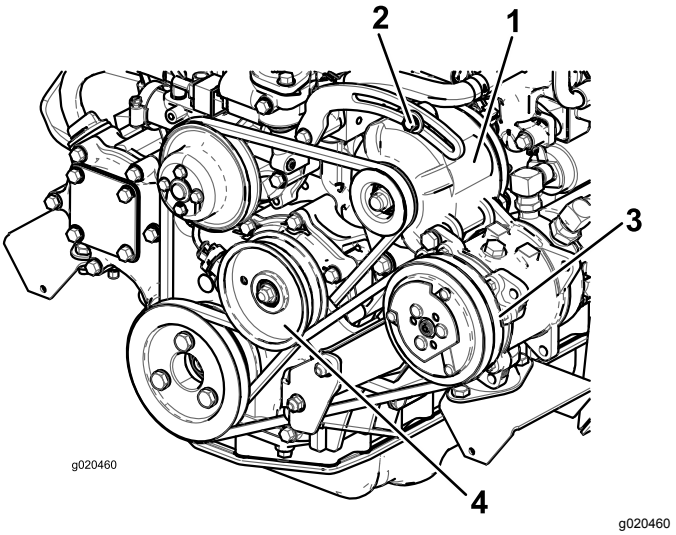

Figuur 100
Als de speling geen 10 mm bedraagt, moet u de montagebouten van de wisselstroomdynamo losdraaien (Figuur 100).
2. Als de speling niet correct is (10 mm), moet u de montagebout van de spanpoelie losdraaien (Figuur 100).